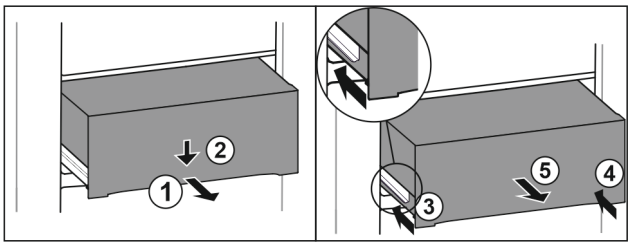

Fig. 123
▶ Húzza ki félig a fiókot. *Fig. 123 (1)*
▶ Nyomja le a fiók elülső oldalát. *Fig. 123 (2)*
▶ Tolja be a bal oldali sínt körülbelül 2 cm mértékben. *Fig. 123 (3)*
▶ Tolja be a jobb oldali sínt körülbelül 2 cm mértékben. *Fig. 123 (4)*
▶ Vegye ki a fiókot előrefelé. *Fig. 123 (5)*